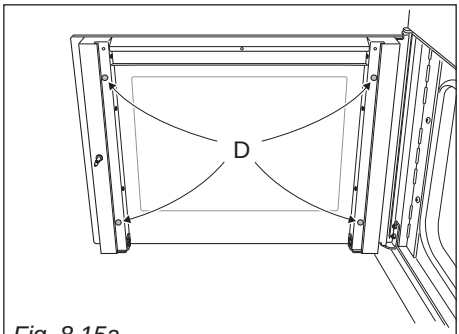

Fig. 8.15a
- Check that the four rubber pads are in place ("**D**" in fig. 8.15a).